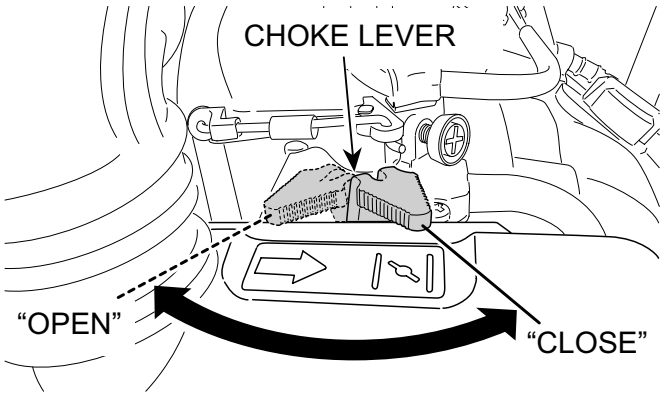

Figure 16. Choke Lever (Closed)
4. In cold weather, start the unit with choke lever "Fully Closed" Figure 16). In warm weather or when the engine is warm, the unit can be started with choke halfway or completely open.
6. If engine fails to start, move the choke lever (Figure 16) to the half open position to avoid flooding.